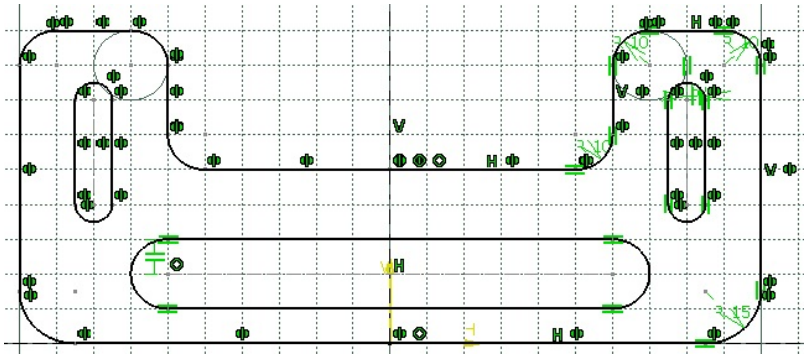

Figure 3-72 *The sketch after creating the horizontal elongated hole*
c. Draw the elongated hole in the lower portion of the sketch, refer to Figure 3-72.
4. Draw the horizontal elongated hole such that the coordinate values of the start and end points are 60,20 and -60,20, respectively. Specify the value of radius as **10** in the **Radius** edit box of the **Sketch tools** toolbar. The final sketch is shown in Figure 3-72. Press the ESC key to exit the selection set.